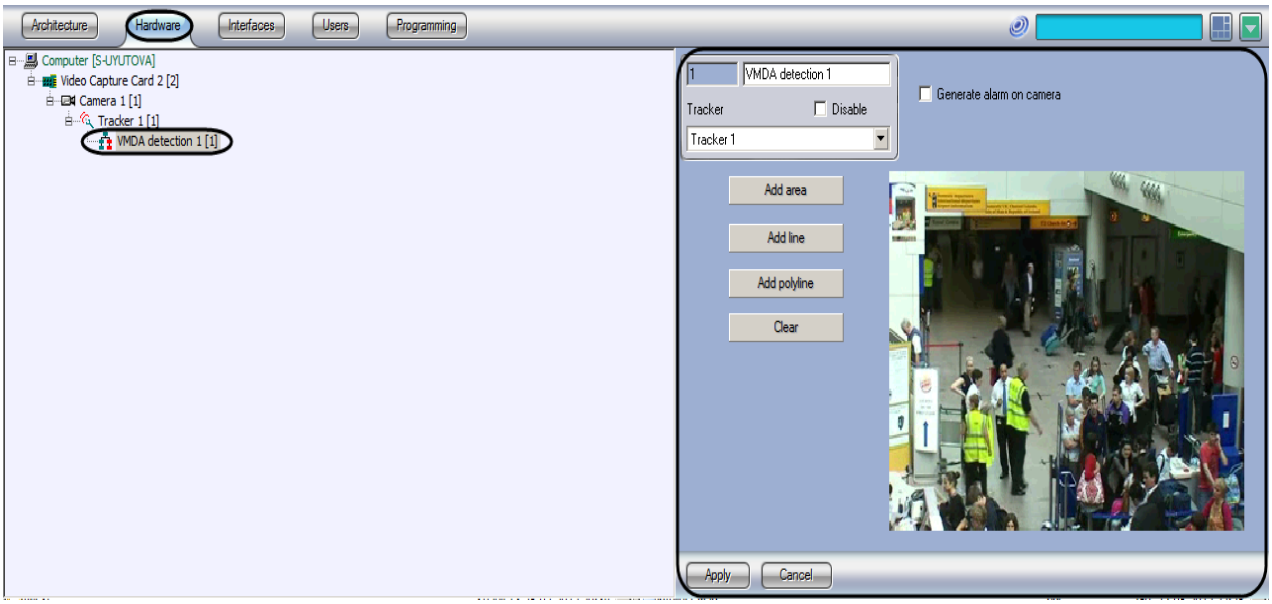

Figure 8.4-72 The "VMDA detection" object
1. Go to the "Hardware" tab in the "System settings" dialog box (Figure 8.4-72).
3. Create the "VMDA detection" object on the base of the "Tracker" object. The settings panel for the created object appears on the right of the "Hardware" tab (Figure 8.4-72).
*Note. Video from the camera on the baase of which the "VMDA detection" object is created is displayed in the "Video" field (*Figure 8.4-72*).*